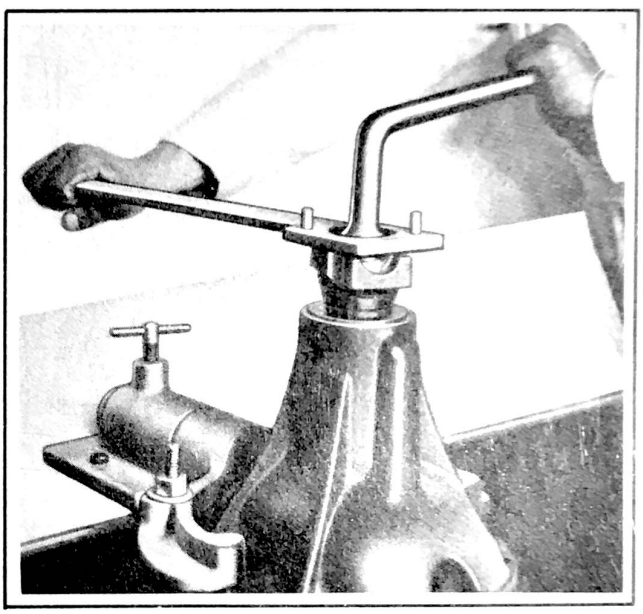

Figure 290 - Pinion Shaft Nut Installing Using Tool J-789 (Use Torque Wrench and Tighten to 200 Foot Pounds)
Install companion flange (26) on the front end of drive pinion and assemble pinion shaft nut (8) and washer (9). Tighten the nut with a torque wrench to 200 foot pounds using the *flange holding tool J 789* as shown in Fig. 290.